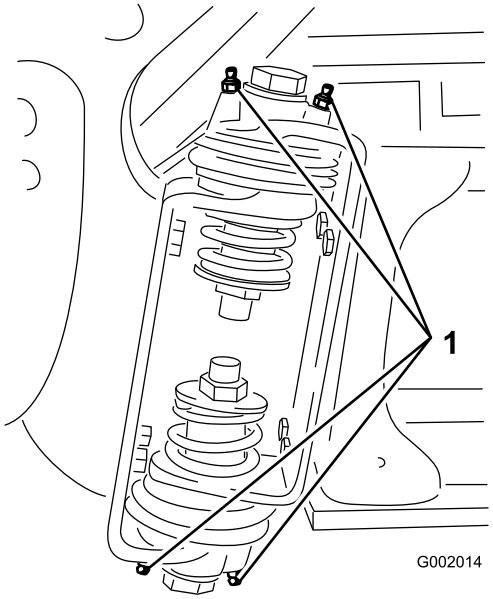

Figure 33
2. Pump grease into the bearing or bushing at each fitting Figure 33.